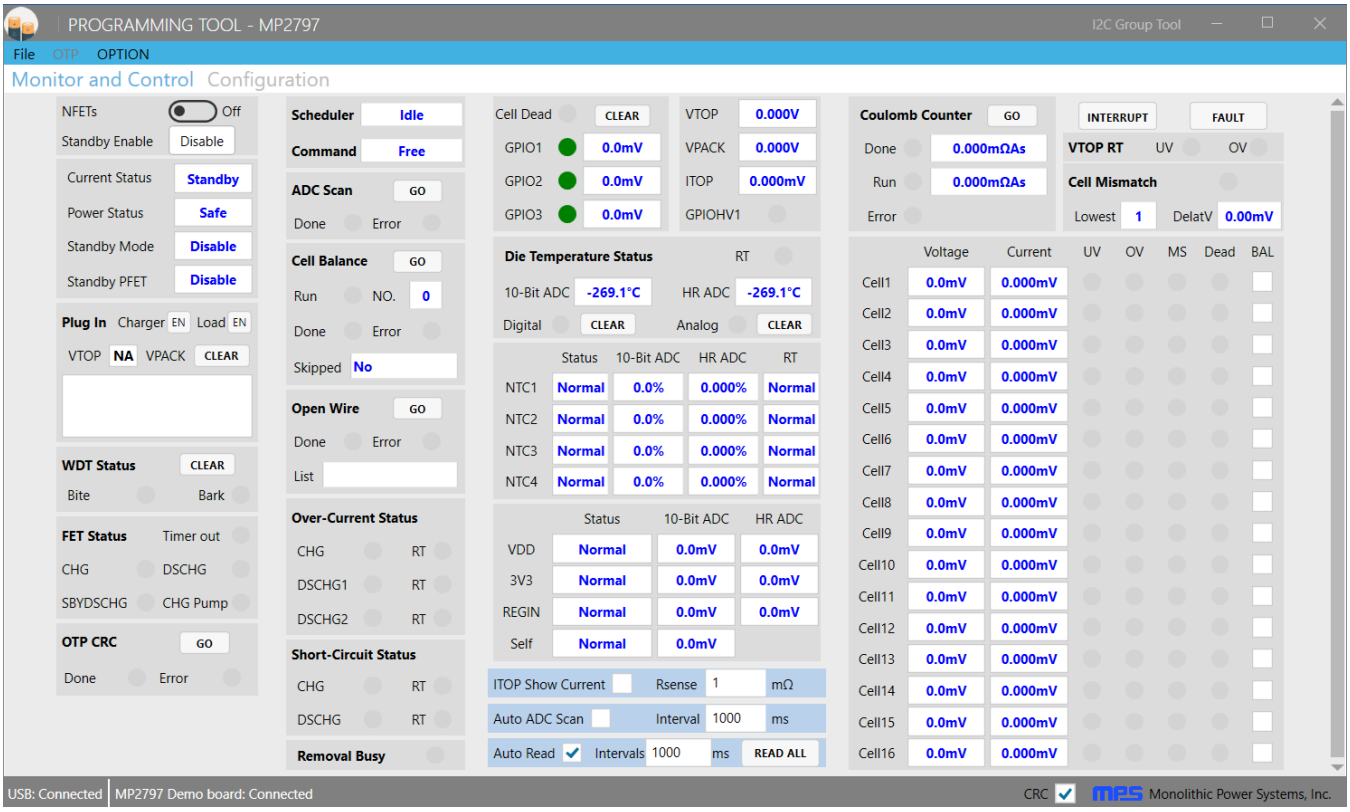

Figure 11: USB and MP2797 Demo Board Show as Connected
- If the connection is successful, both the USB and MP2797 demo board statuses will be listed as "Connected" (see Figure 11).